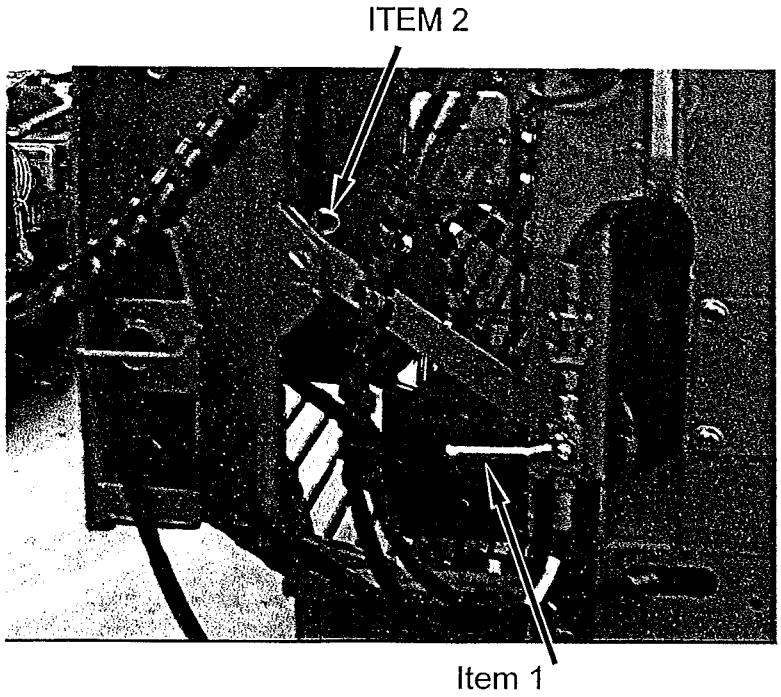
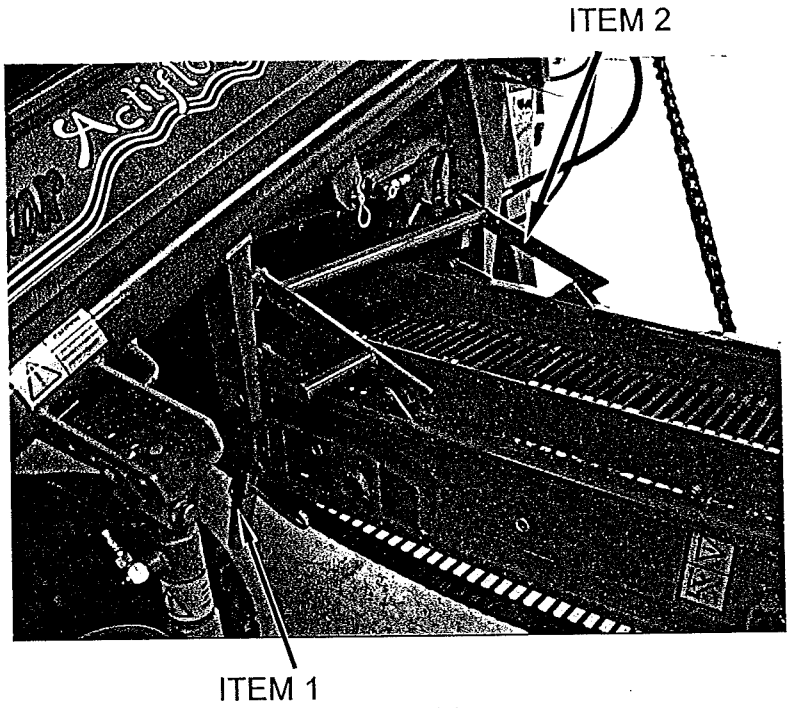
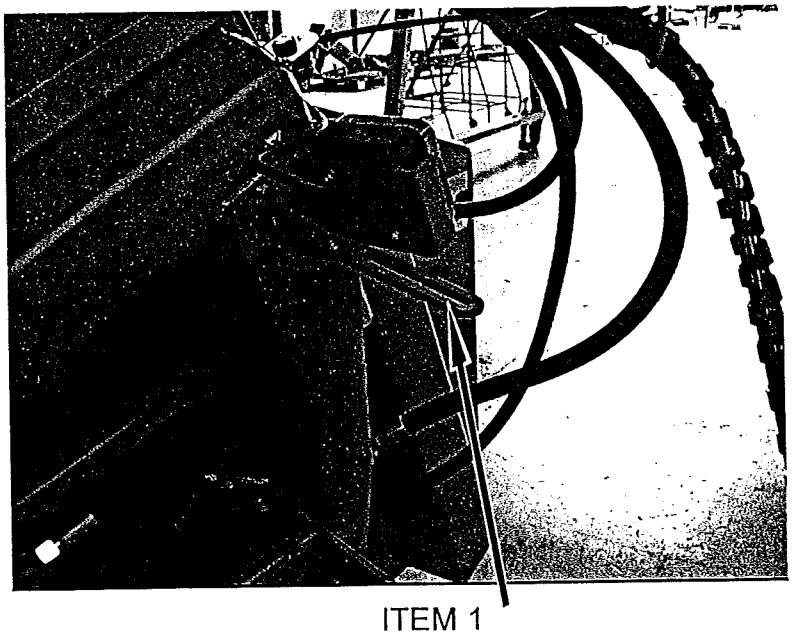

Fig 7.10
Fig 7.11
Fig 7.12
Turn transport lock handle to the open position (fig 7.10 item 1), handle vertical. Remove 'R' clip and safety pin from hook. (Fig 7.10 items 2), and operate cross conveyor traverse control to the right. When the cross conveyor is full down, the left hand section must be locked to the right hand section
before work can commence. This is achieved with the over centre latches (fig 7.11 item 1), hooking into the eyelets on the under side of the left hand cross conveyor section. Ensure both latches are properly located.
When the over centre latches have been locked in place, the hook (fig 7.11 item 2), can be held in an upper position out of the way by support (fig 7.12 item 1).
Remember to relocate the 'R' clip and safety pin. (Fig 7.10 items 2), into the hook (fig 7.11 item 2).
Remove 'R' clip and safety pin. (Fig 7.10 items 2), from hook (fig 7.11 item 2),
Release hook from support (fig 7.12 item 1).
Turn transport lock handle to the closed position (fig 7.10 item 1), handle horizontal. Replace 'R' clip and safety pin in hook. (Fig 7.10 items 2),